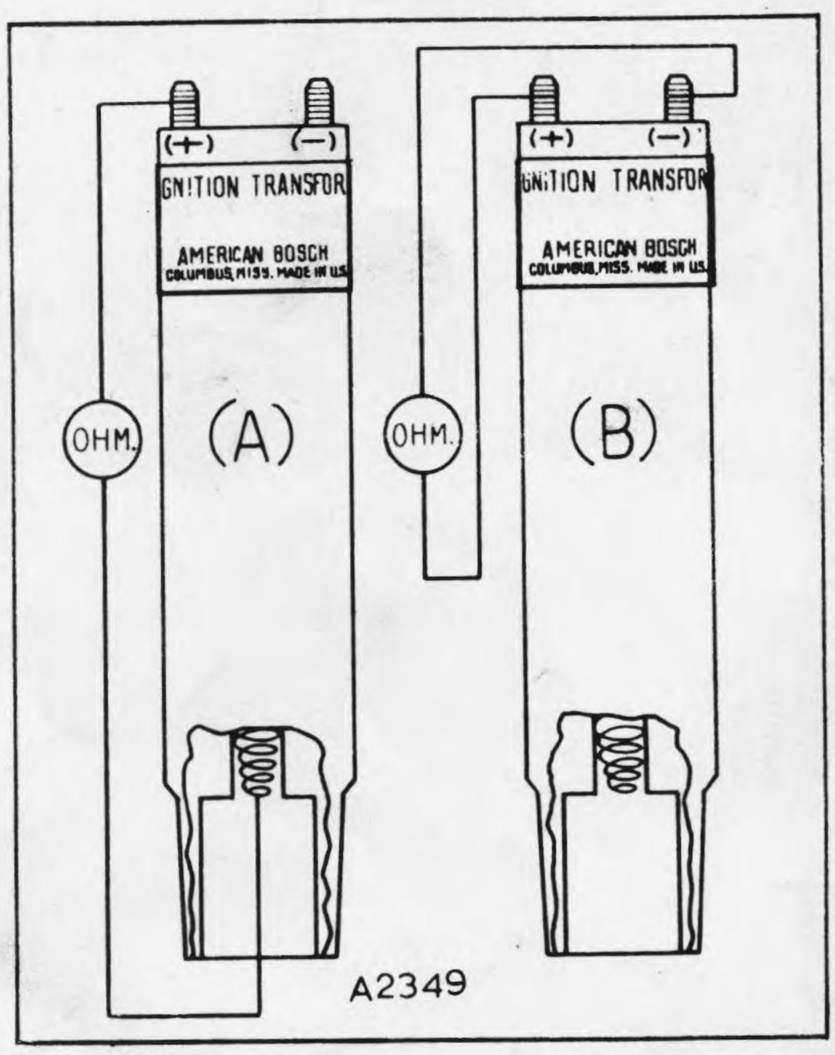

Figure 3-1 — Checking Transformer Continuity and Resistance
2. Both L.T. terminals, or the black and white leads (refer to "B", Figure 3-1). Resistance should be .2 to .3 ohms on the TCD type, .5 to .6 ohms on the TCG90A3 and -90A4, and 11 to 13 ohms on the TCG90B4.